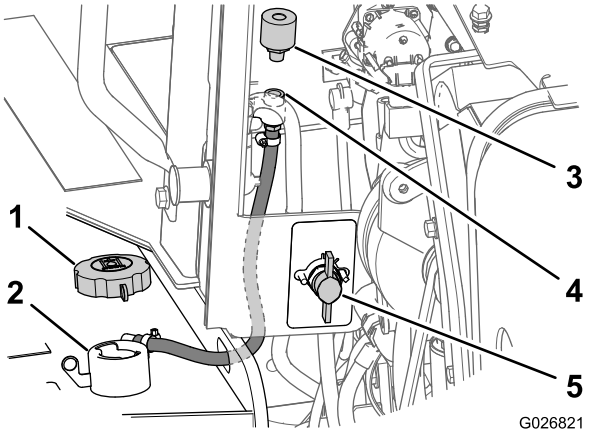

Rysunek 106
2. Obróć rozłącznik akumulatora do pozycji wyłączonej (Rysunek 106).
3. Zdejmij korek wlewu z szyjki wlewu na zbiorniku (Rysunek 106).
4. Z przedniej strony przedziału silnika odłącz odpowietrznik od złącza rurowego, obracając odpowietrznik w lewo (Rysunek 106).
5. Zamontuj nowy odpowietrznik na złącze rurowe, mocno dociskając (Rysunek 106).